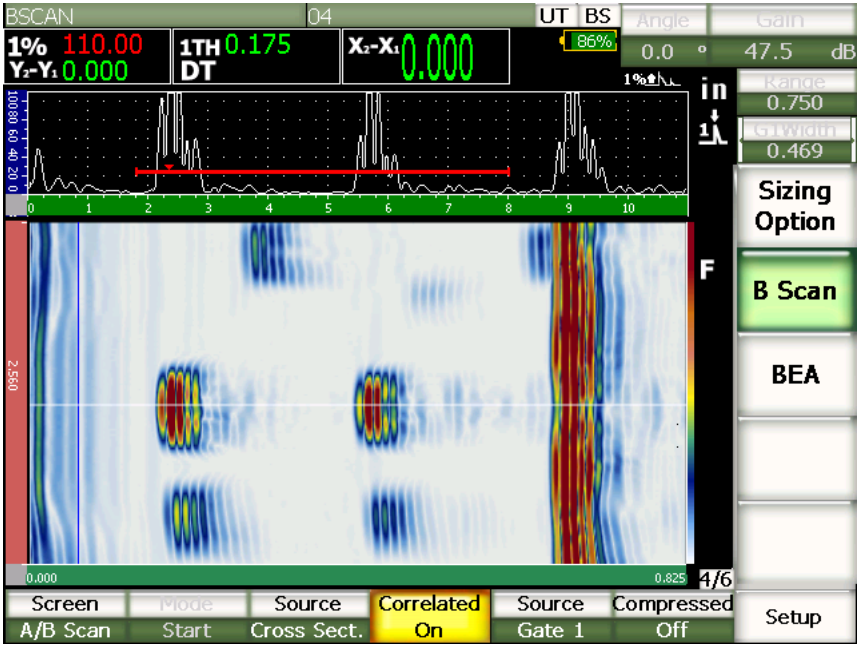

Figure 11-39 Correlated view of a cross-sectional B-scan
- Select **B Scan > Correlated = On** (see Figure 11-39 on page 295).